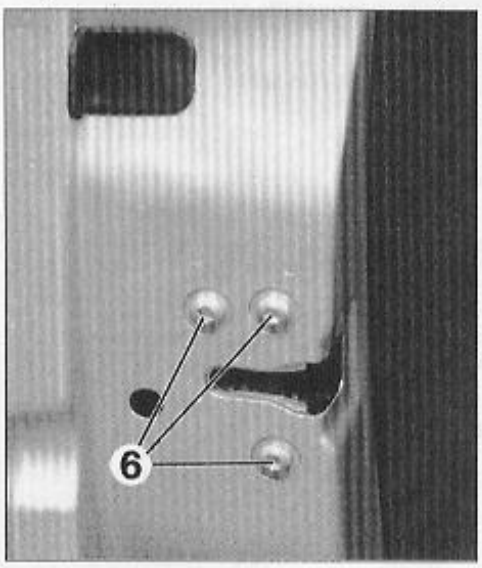

FIG. 45
- Déposer les vis de fixation (6) de la serrure de porte **(Fig.45)**.